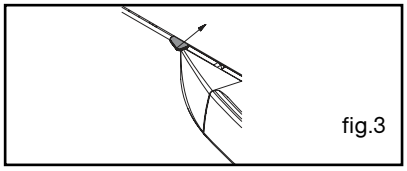

fig.3
- Open the door and press the switch on the panel (fig 3)